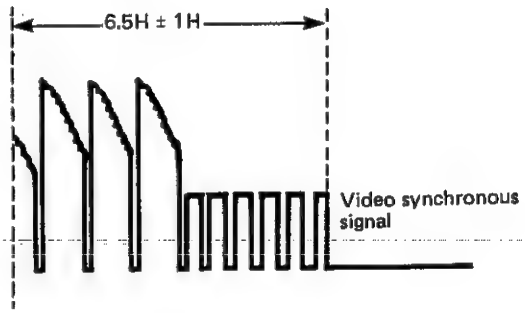

Figure 52. Check of playback switching point
5) Selecting (–) slope trigger mode, adjust R724 (CH2, PHASE) to meet the requirements given in Figure 52.